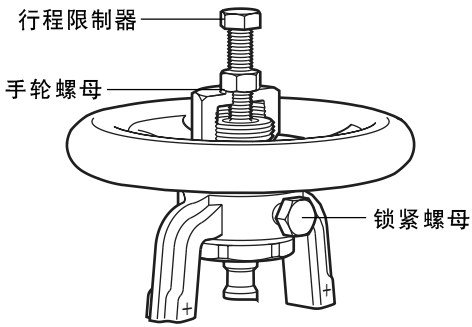

图8
5.4 BSAT型号带有节流阀芯可以用于节流控制。手轮转动的圈数会影响流过。当得到需要的流量时，将锁紧螺丝和行程限制器拧紧（见12页图8）。这样可以减小阀门的振动，各口径阀门手轮转动圈数与流量的关系见12页。